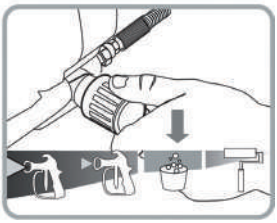

Рис. 30
4. Установите регулятор давления в положение «слив/промывка» (рис. 30).